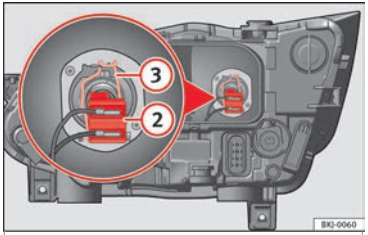

Fig. 112 In the engine compartment: dipped beam headlight.
– Remove the bulb connector ››› **Fig. 112** (2).
– Unclip the retainer spring ››› **Fig. 112** (3) pressing inwards to the right.